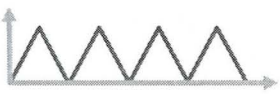

Figure 4.15
2. Identify the output waveform produce by Schmitt Trigger when the input wave as shown in Figure 4.15 below.